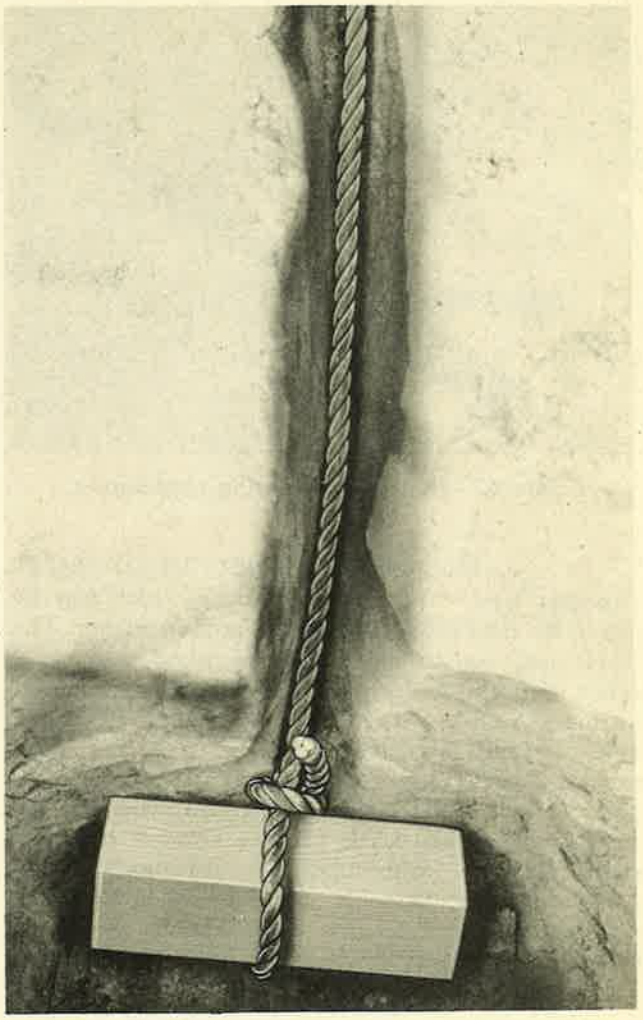

Figure 61—Mooring "Dead Man"
c. ANCHORING WITH "DEAD MAN."—Another type of temporary mooring which may be used in the field is the "dead man" ground anchor. The "dead man" consists of a block of wood at least 12 inches long and at least 3 by 3 inches in width and thickness. An 8- to 10-foot rope or cable (preferably a cable), is firmly attached to the middle of the "dead man." A loop is formed in the other end of the rope (or cable) to which the mooring lines are fastened. The "dead man" is then buried in the ground in such a position that the load imposed by the mooring line will be perpendicular to the "dead man's" longest axis, as shown in figure 61. The depth should be 3 to 6 feet, depending upon the firmness of the ground.